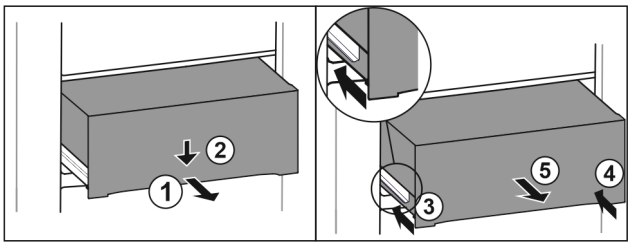

Fig. 140
▶ Extrageți pe jumătate sertarul. *Fig. 140 (1)*
▶ Apăsați în jos sertarul pe partea frontală. *Fig. 140 (2)*
▶ Inserați șina stângă aproximativ 2 cm. *Fig. 140 (3)*
▶ Inserați șina dreaptă aproximativ 2 cm. *Fig. 140 (4)*
▶ Extrageți sertarul spre înainte. *Fig. 140 (5)*